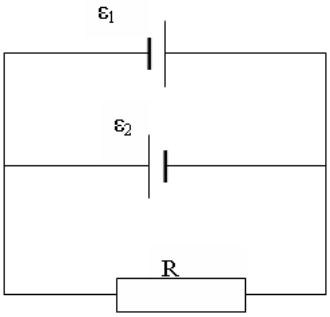

Рис. 17
72. Два источника тока ε_1=10В с внутренним сопротивлением r_1=4Ом и ε_2=6В с внутренним сопротивлением r_2=2Ом соединены, как показано на рис.17. Определить силы тока в проводнике и источниках тока. Сопротивление проводника R=6Ом.
73. Две батареи (ε_1=10В, r_1=2Ом, ε_2=24В, r_2=6Ом) и проводник сопротивлением R=16Ом соединены, как показано на рис.17.Определить силу тока в батареях и проводнике.